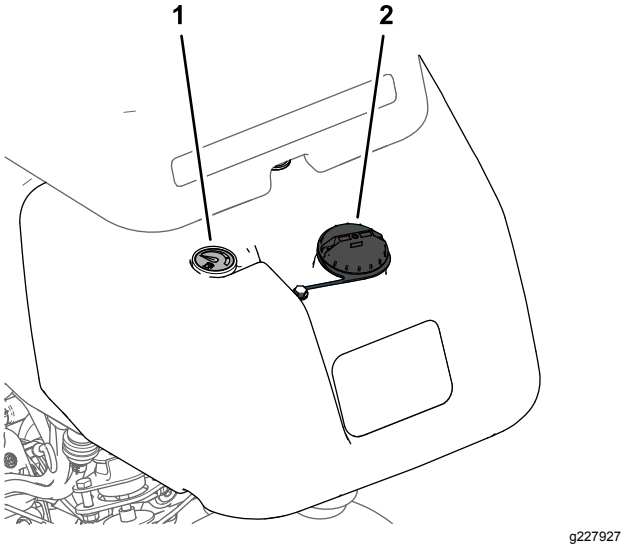

Rysunek 24
1. Oczyść obszar wokół korka wlewu paliwa i odkręć korek (Rysunek 23 lub Rysunek 24).